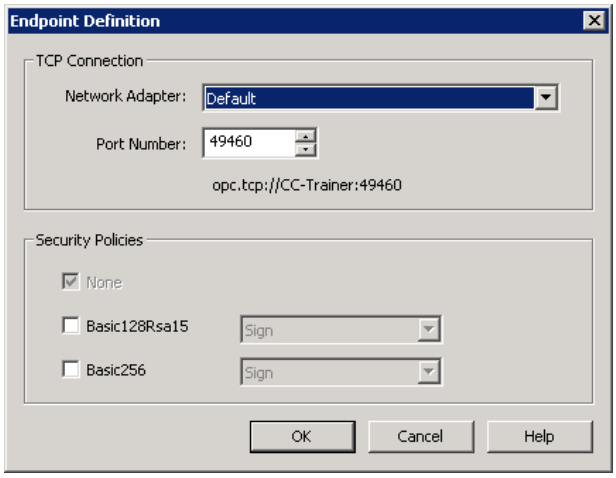

Figure L1.26 - Endpoint Definition
5. **Uncheck** the "**Basic128Rsa15**" and "**Basic256**" options. The dialog box should now look like Figure L1.26 on the following page.